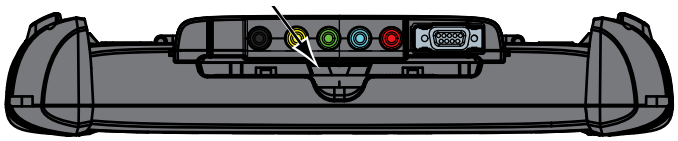

Figure 8-1 *Scope Module release tab*
1. Depress the Scope Module release tab located on the top of the Diagnostic Tool (Figure 8-1).